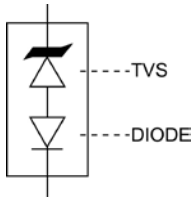
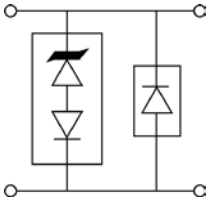

FIGURE 2
FIGURE 3
The TVS low capacitance device configuration is shown in figure 2. As a further option for unidirectional applications, an additional low capacitance rectifier diode may be used in parallel in the same polarity direction as the TVS as shown in figure 3. In applications where random high voltage transients occur, this will prevent reverse transients from damaging the internal low capacitance rectifier diode and also provide a low voltage conducting direction. The added rectifier diode should be of similar low capacitance and also have a higher reverse voltage rating than the TVS clamping voltage V_C. The Microsemi recommended rectifier part number is the "LCR80" for the application in figure 3. If using two (2) low capacitance TVS devices in anti-parallel for bidirectional applications, this added protective feature for both directions (including the reverse of each rectifier diode) is also provided. The unidirectional and bidirectional configurations in figure 3 and 4 will both result in twice the capacitance of figure 2.